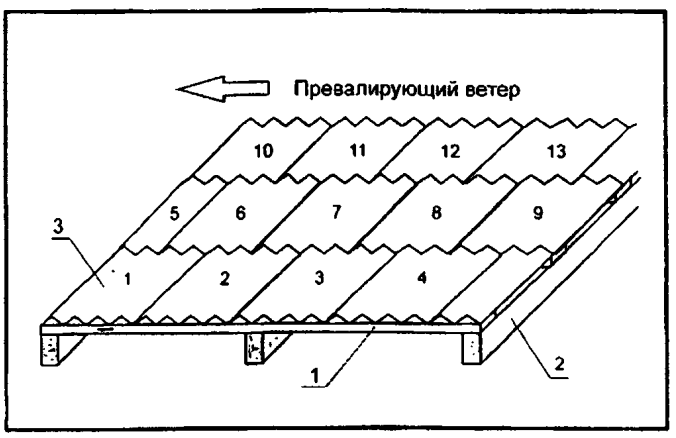

Рисунок 4.
2.7. Начинают укладывать листы с противоположного господствующим ветрам нижнего края ската крыши. Второй ряд начинают с половины листа для того, чтобы на угловом стыке был нахлест в 3, а не в 4 листа, что облегчает укладку и делает прилегание листов друг к другу более плотным (рис. 4).